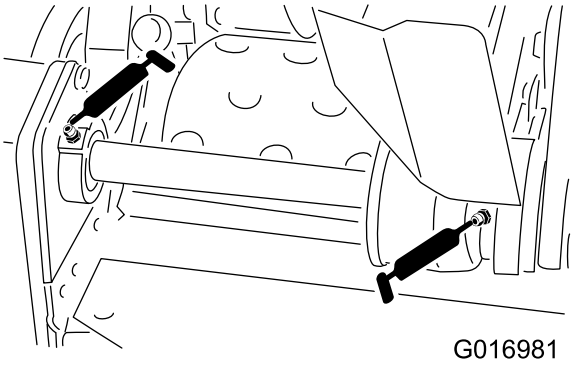

Figuur 19
- 2 op de lagers van de secundaire as van de messenkooi (Figuur 19)